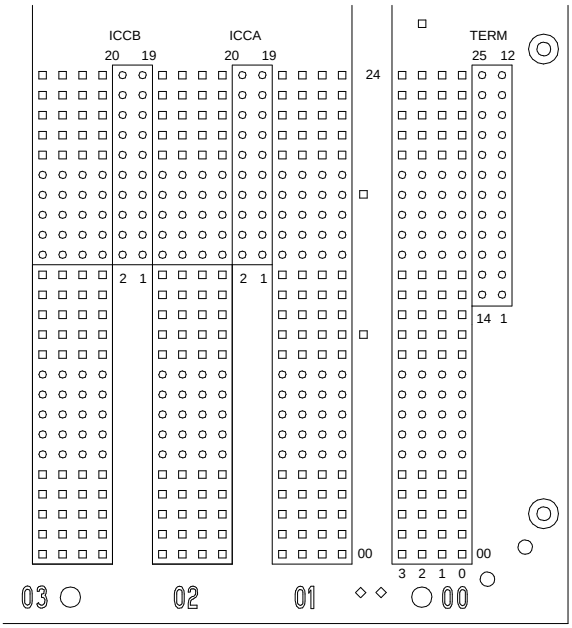
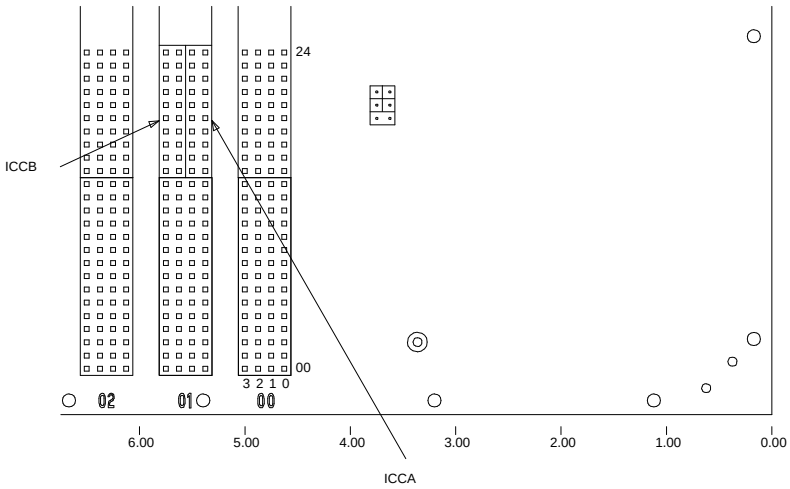

Figure 1-9. ICC Pin-Field Blocks on J58890N Expansion Control Cabinet
Figure 1-10. ICC Pin-Field Blocks on J58890H Port Cabinet
2. Connect the ICC cables as shown in Table 1-3 and Figure 1-9 and Figure 1-10.
3. On the ‘‘A’’ carrier, verify the CFY1 current limiter (CURL) is connected to pin-field block ‘‘00’’ (see Figure 1-9). The CURL’s components should be on the left side as viewed from the rear.